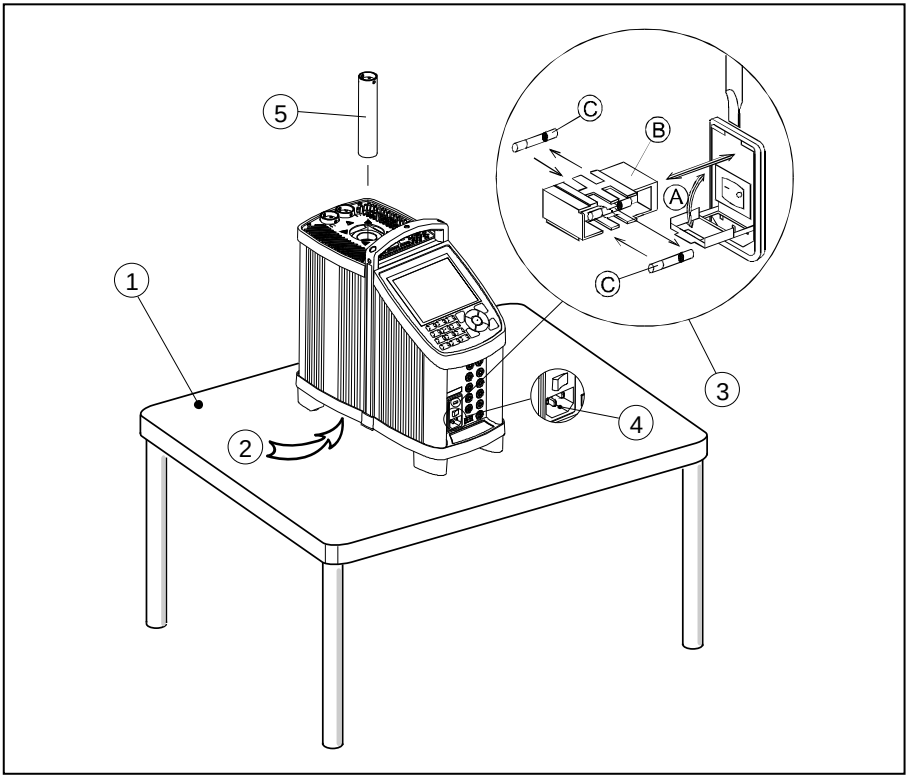

Fig. 1
③ Check that the fuse size corresponds to the applied voltage on. The fuse is contained in the power control switch (on/off switch). To check; do as follows (see fig. 1):